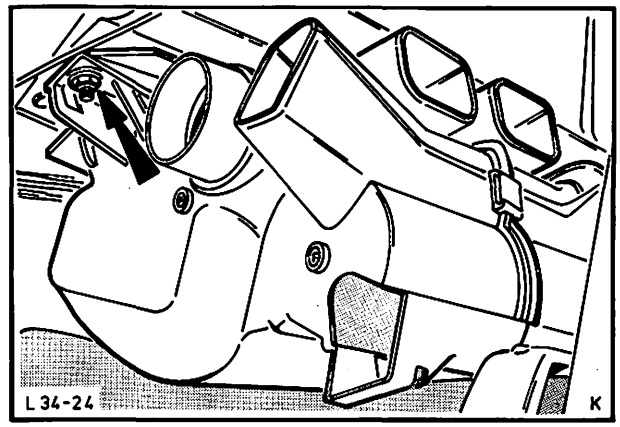

Abb. 27 Befestigung – Heizungsgehäuse
12. Heizung vom Windlaufunterteil abbauen (2 Schrauben), Abb. 27.